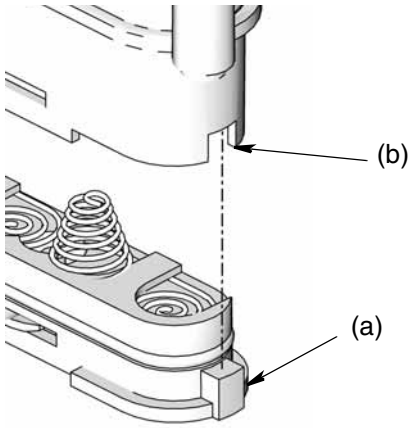

FIG. 29
4. Replacer le couvercle. Le couvercle est conçu de sorte qu'il ne peut être placé sur le compartiment à piles que d'une seule manière. L'encoche (a) sur le couvercle s'insère dans la fente (b) située sur le compartiment. (FIG. 29).